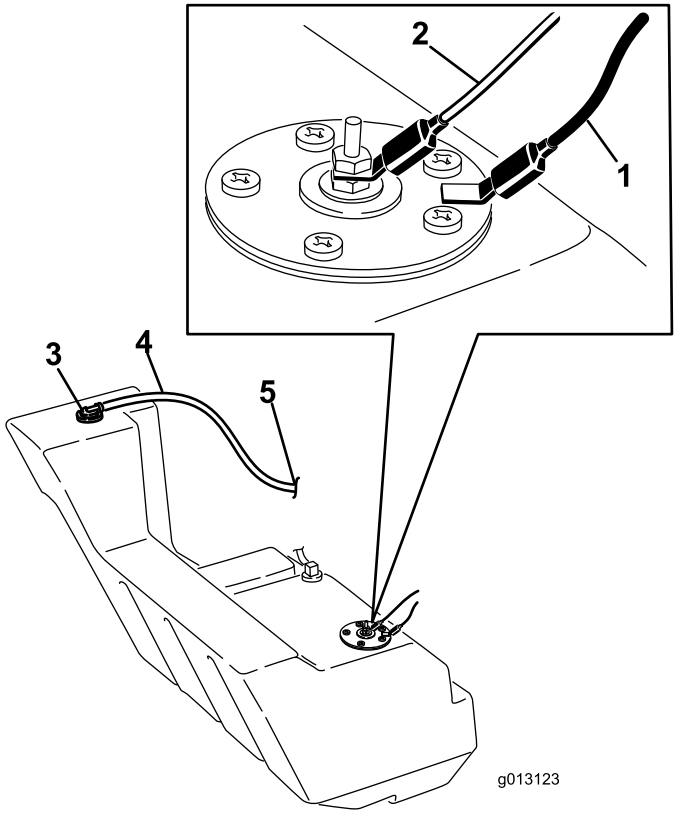

**Figuur 58**
11. Koppel de twee draden los die naar de rechterzijde van de tank lopen (Figuur 58).
20. Sluit aan de rechterzijde van de tank de oranje draad aan op de middelste pool en de zwarte draad op de buitenste pool (Figuur 58).